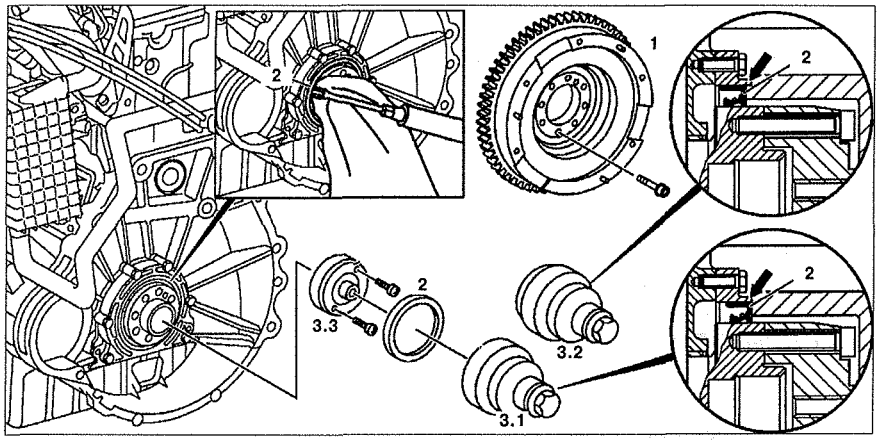

Рис. 4.29. Задний сальник коленчатого вала:
1. Снимите маховик/ведущий диск **1** (см.рис.4.29).